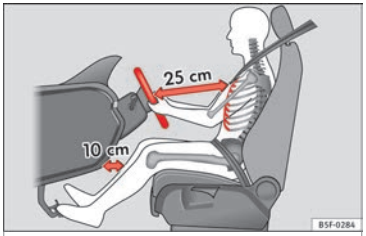
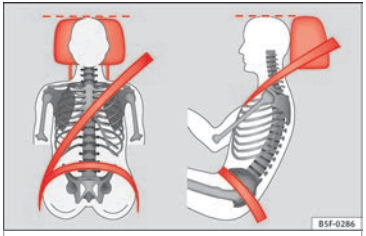

Fig. 79 The correct distance between the driver and the steering wheel must be at least 25 cm (10 inches).
Fig. 80 Correct belt web and head restraint positions
- Adjust the head restraint so that its upper edge is at the same level as the top of your head, or as close as possible to the same level as the top of your head and under no circumstances below eye level. Keep the back of your neck as close as possible to the head restraint ››› Fig. 79 and ››› Fig. 80.
- Adjust the steering wheel so that there is a distance of at least 25 cm (10 inches) between it and your chest ››› Fig. 79 and so that you can hold the steering wheel with both hands on the outside of the ring at the 9 o'clock and 3 o'clock positions with your arms slightly bent.
- Adjust the driver seat forwards or backwards so that you are able to press the accelerator, brake and clutch pedals to the floor with your knees slightly angled and the distance between your knees and the dash panel is at least 10 cm (4 inches) ››› Fig. 79.